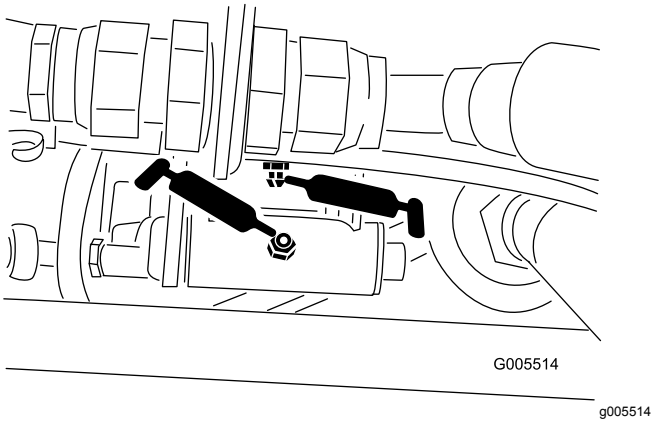
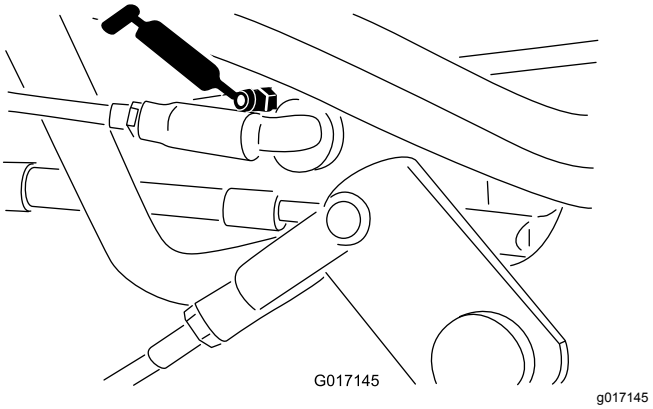

Figur 34
Figur 35
- Växelväljarlänkaget (Figur 34 och Figur 35)